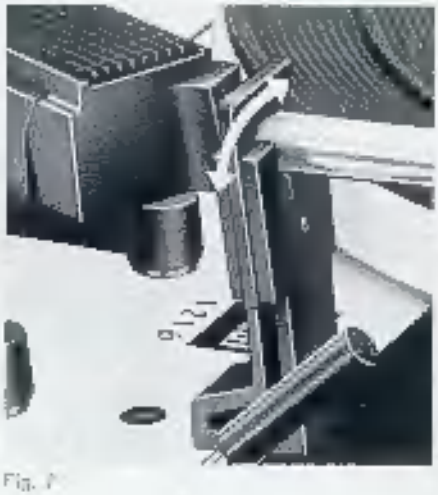

Fig. 7
Dann wählen Sie die erforderliche Plattenteller-Drehzahl ②, stellen die Drehtaste ⑯ auf den Schallplatten-Durchmesser (17, 25 oder 30 cm, bzw. 7, 10 oder 12") ein und entriegeln den Tonarm (Fig. 7).
Bemerkung: Nach dem Spielen der Schallplatte oder der letzten Platte eines Stapels erfolgt die Rückführung des Tonarmes und das Abschalten automatisch. Es empfiehlt sich, nach Beendigung des Spieles den Tonarm zu verriegeln (Fig. 7).